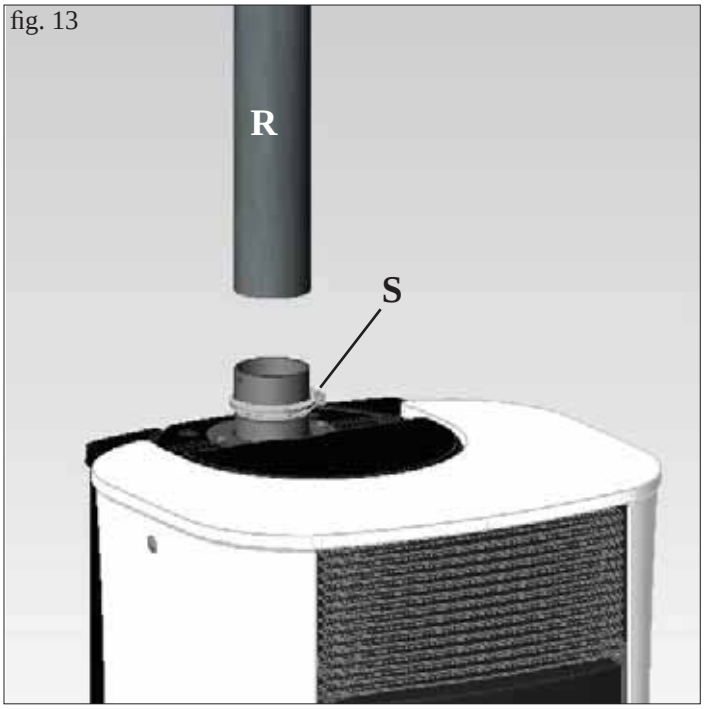

fig. 13
- Calzare la canna fumaria (R - fig. 13) (non in dotazione) e fissarla tramite fascetta (S - fig. 13) (non in dotazione).